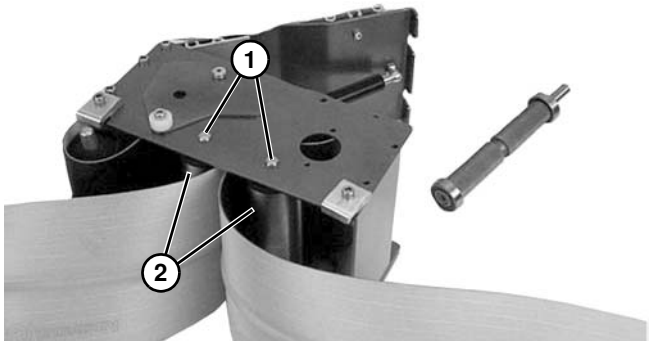

Figure 70
b. Sur les convoyeurs de largeur 127 mm ou plus, appuyer sur les deux côtés de l'axe monté sur ressort et retirer le rouleau **(Figure 70, élément 1)**. Retirer les poulies **(Figure 70, élément 2)**.